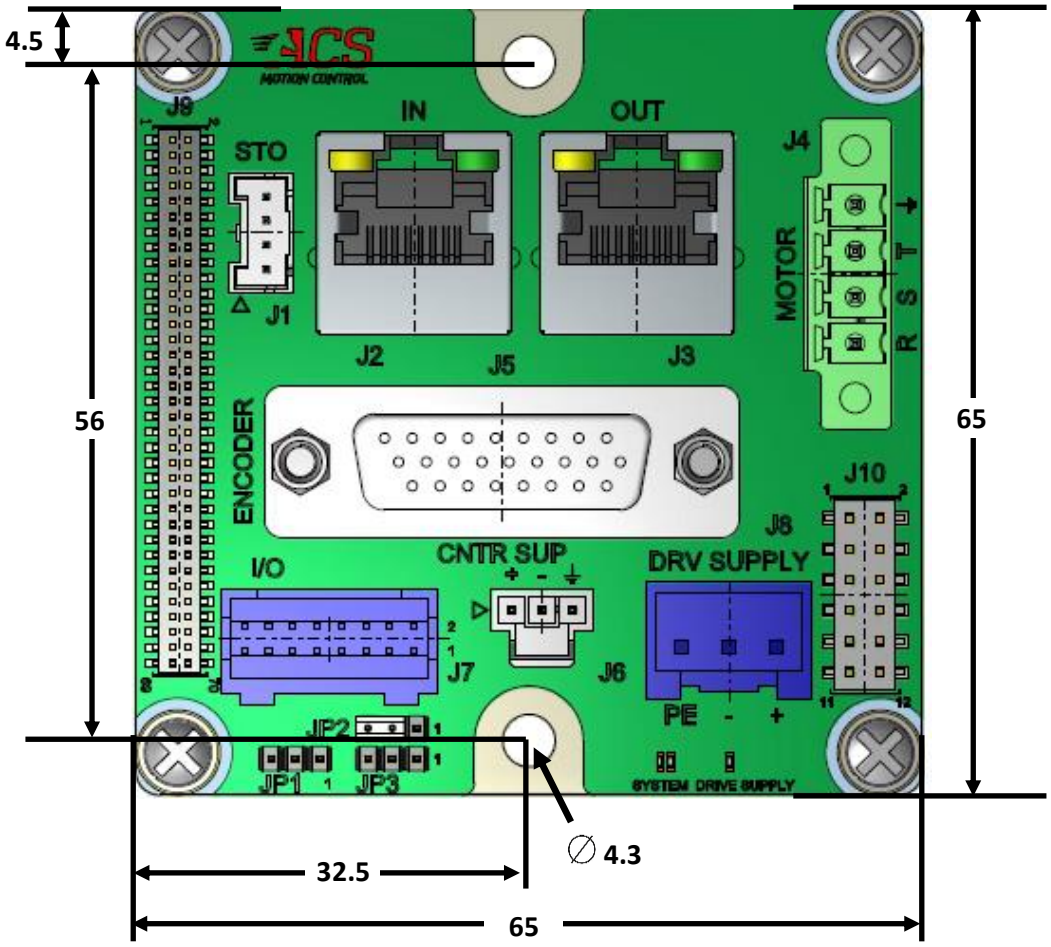

Figure 32. MDMst Panel Mount Dimensions (in mm)
- **Attach directly to a panel**: use the dimensions shown in Figure 32 below.